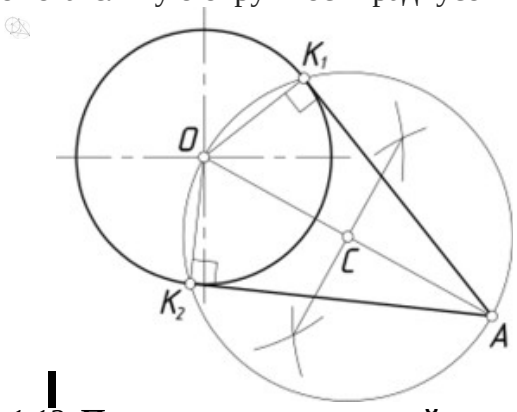

Рис. 1.13. **Построение касательной прямой к окружности**
- 1) соединить заданную точку *А* (рис. 1.13) с центром окружности *О;*
Следует отметить, что рис. 1.13 иллюстрирует также один из способов точного графического построения двух перпендикулярных прямых (касательной и радиуса).
Построение прямой, касательной к двум окружностям. Обращаем внимание читателя на то, что задачу построения прямой, касательной к двум окружностям, можно рассматривать как обобщенный случай предыдущей задачи (построение касательной из точки к окружности). Сходство этих задач прослеживается из рис. 1.13 и 1.14.